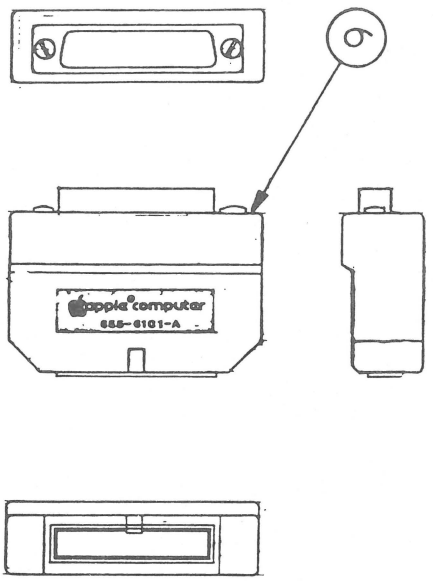

FIGURE 1
5.3 Complete Assembly (Figure 1)
❑ DISK III – COMPLETE ASSEMBLY (Figure 1)